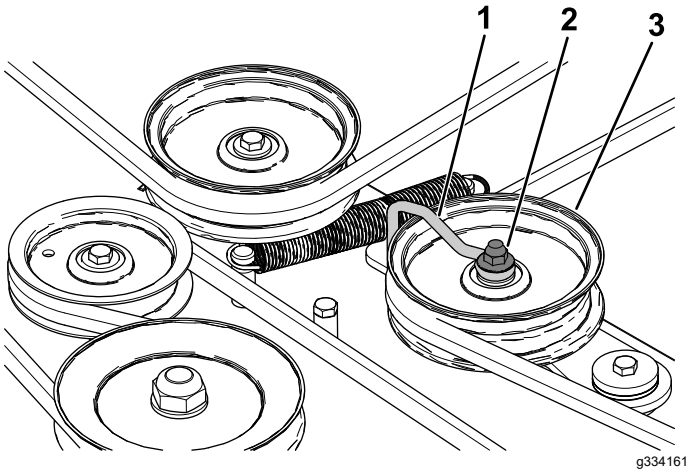

Figur 61
6. Løsne mutteren som fester vaierholderen til lederullen (Figur 61).
10. Stram mutteren som fester vaierholderen til lederullen (Figur 61).
Merk: Plasser vaierholderen mot lederullarmen, som vist i Figur 61.